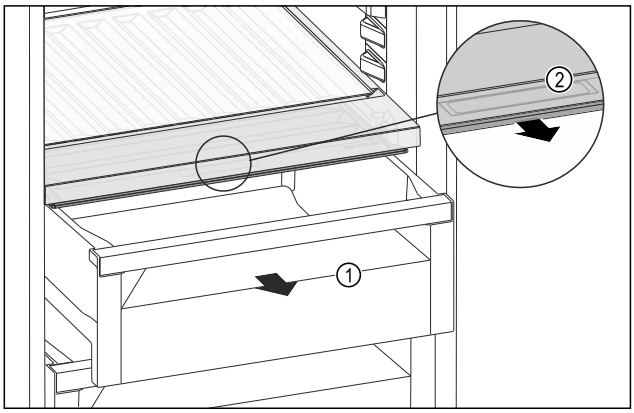

Fig. 140
▶ Schubfach *Fig. 140 (1)* herausziehen.
▶ Griffmulde *Fig. 140 (2)* am Fachdeckel anfassen und Fachdeckel gleichzeitig nach vorne ziehen.